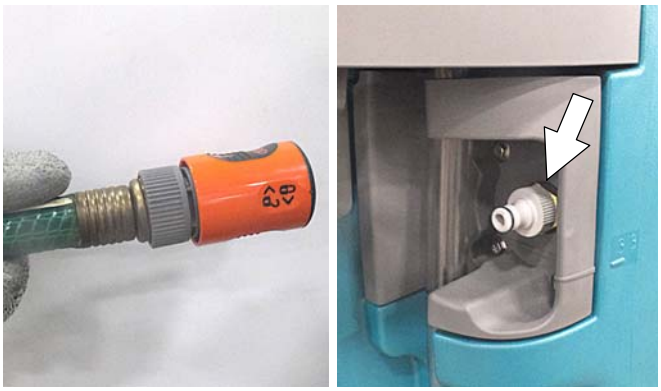

図　21
1. 取り外し簡単な自動補充填カプラを給水ホースに接続し、ニップルコネクターを本機に接続します。（図21）。